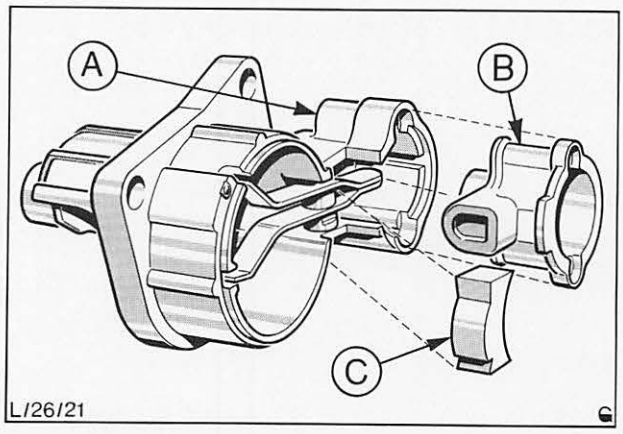

Abb. 19 Lage von Manschette und Gummi-Einsatz
6. Gummi-Einsatz und Manschette aus dem Antriebslagerschild entfernen, Abb. 19.